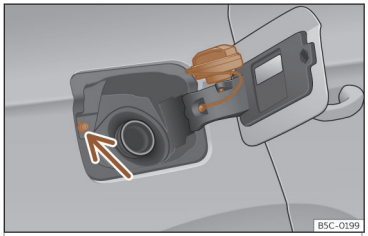

Fig. 213 Sportellino del serbatoio con all'interno il tappo.
Non toccare il pulsante di blocco del tappo del carburante››› **fig. 213** (freccia). Il sistema rileverà che è terminato e non sarà possibile continuare il rifornimento. Per proseguire, premere nuovamente il tasto ⛽ sulla portiera del conducente.
- Collocarlo nello spazio della cerniera dello sportellino aperto››› **fig. 213**.